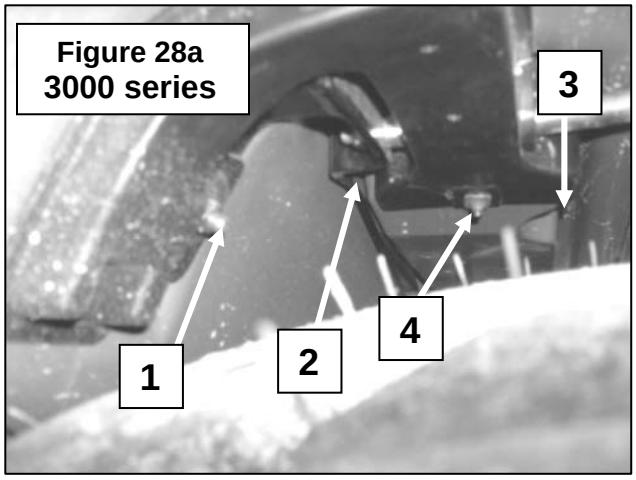

Figure 28a
15. Figure 28a-28b: Remove the cover located under the rear right fender by removing the three bolts (items 1-2-3) and the screw (item 4) for the 3000 series tractors.